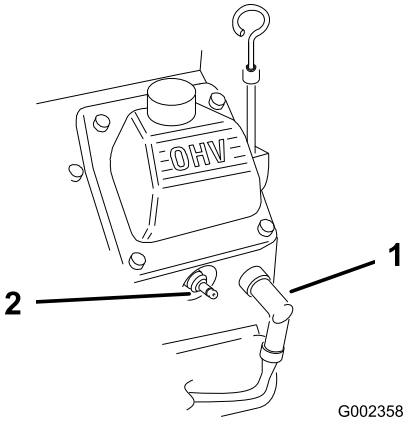

Figuur 28
2. Maak de bougiekabels los van de bougies (Figuur 28).